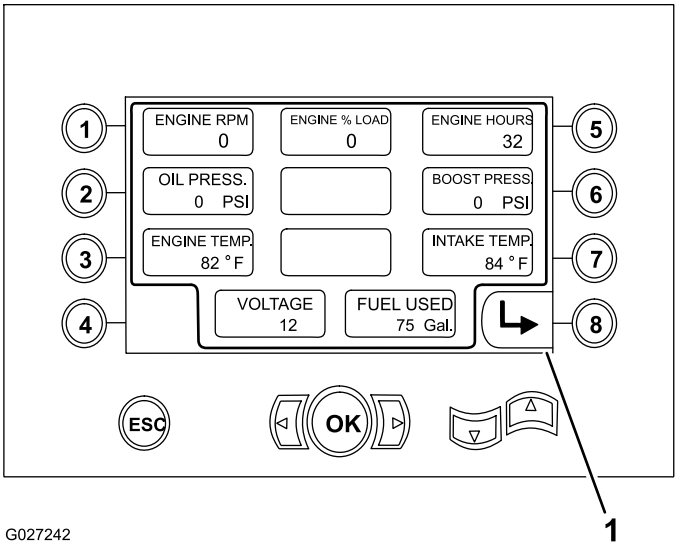

Rysunek 37
- Prędkość silnika w obr./min (Rysunek 37)
- Procentowe obciążenie silnika (Rysunek 37)
- Licznik godzin pracy silnika (Rysunek 37)
- Ciśnienie oleju i doładowania (Rysunek 37)
- Temperatura chłodziwa i dolotu (Rysunek 37)
- Napięcie (Rysunek 37)
- Ilość zużytego paliwa (Rysunek 37)